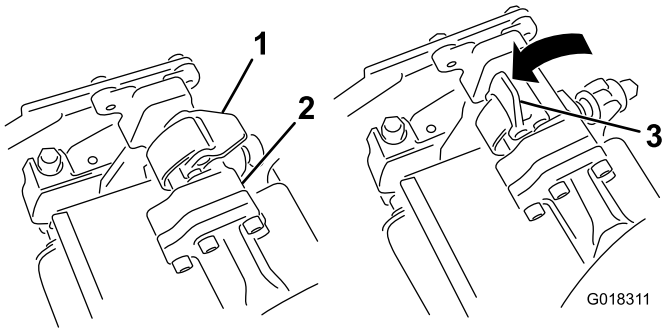
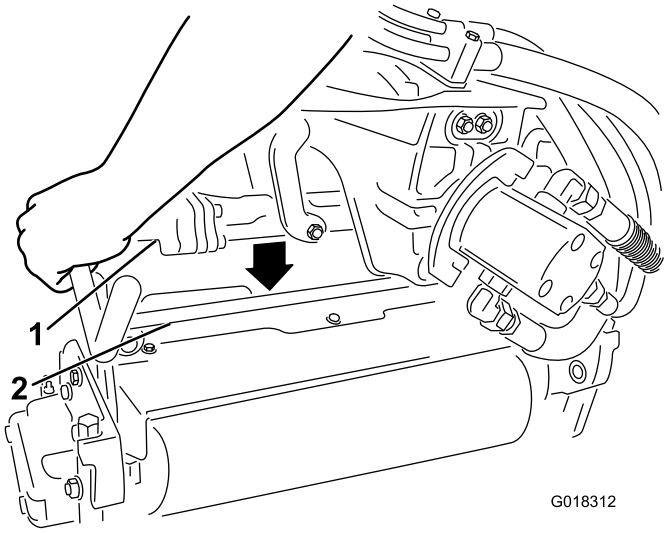

Bild 1
Bild 2
2. Die Riegel an der Aufhängearmstange müssen nach geöffnet sein (Bild 1); drücken Sie den Aufhängearm dann so nach unten, dass er über die Stange oben am Rasenlüfter passt (Bild 2).
3. Stellen Sie die Riegel auf die geschlossene Stellung, um den Rasenlüfter zu arretieren (Bild 1).